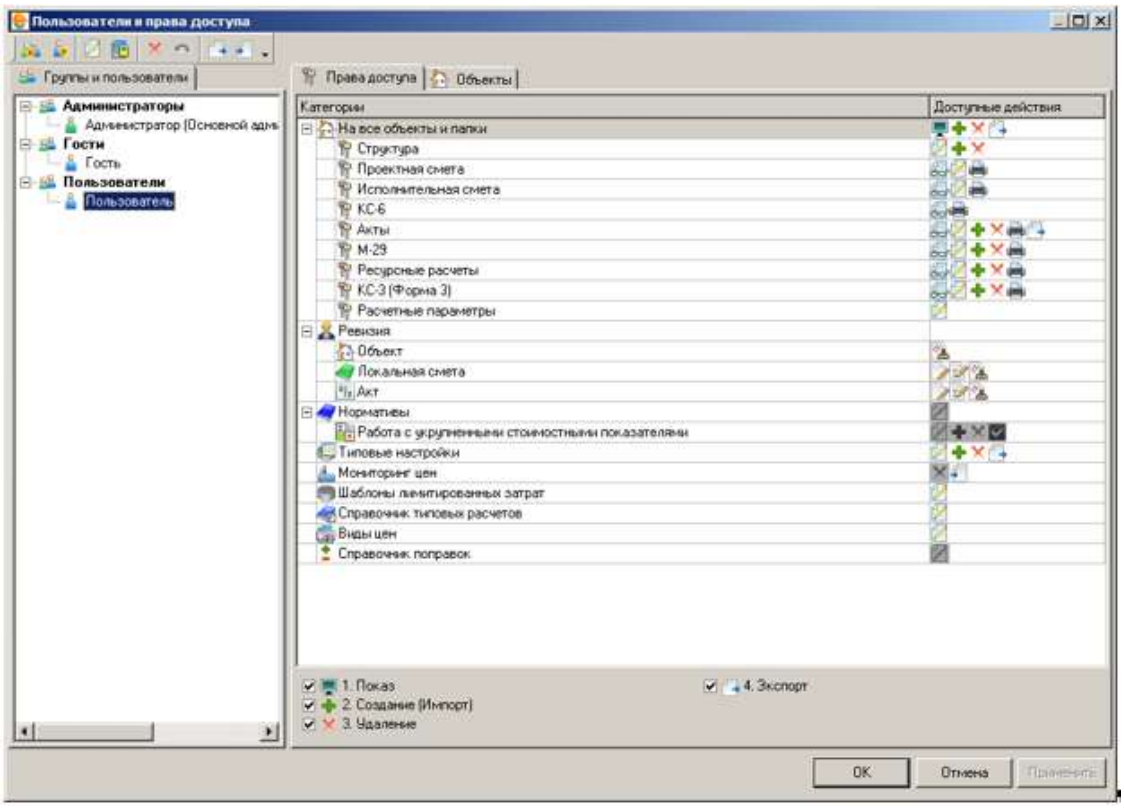

Рис. 1. Настройка прав доступа
Функция администрирования прав доступна через главное меню Комплекса **Настройки –> Администрирование –> Пользователи и права** (см. рис. 1).
- Общие права доступа (вкладка **Права доступа**). Это глобальная категория прав, не относящихся к конкретным объектам, а также права по объектам для всех элементов структуры, присутствующих в дереве объектов (см. рис. 1);